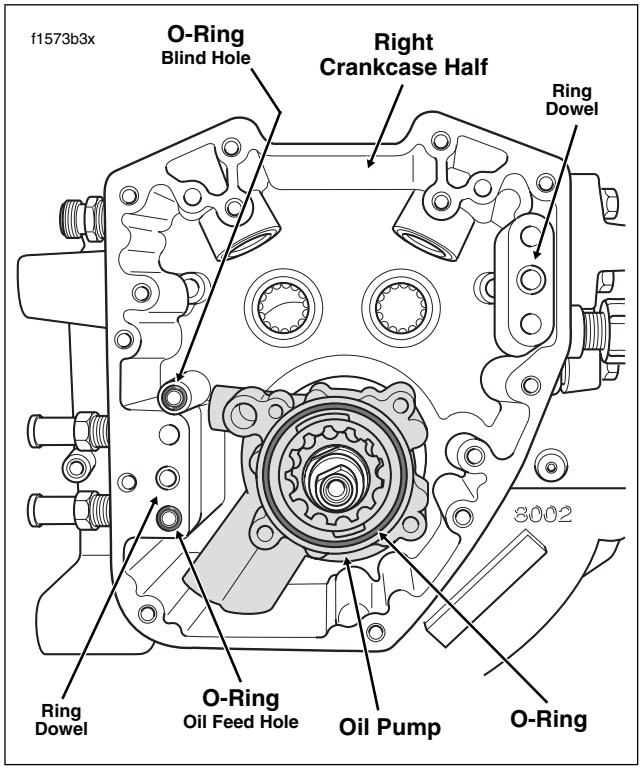

Figure 3-43. Oil Pump Assembly
13. Two ring dowels in crankcase flange locate cam support plate (lower rear, upper front). See Figure 3-43. Insert small pry bar (seal remover) between inboard side of cam support plate and crankcase flange in area adjacent to ring dowels. Alternately work each side free and then carefully ease cam support plate from end of crankshaft. See Section 3.11 SUBASSEMBLY SERVICE AND REPAIR, CAM SUPPORT PLATE.
14. Remove O-ring from groove around oil feed hole in crankcase flange (directly below rear ring dowel). Remove O-ring from groove around blind hole in boss (directly above oil return hole in crankcase flange). Discard O-rings. See Figure 3-43.
g. Install **new** O-ring in groove on outboard side of oil pump housing. See Figure 3-43. Apply a very thin film of clean H-D 20W50 engine oil to O-ring before installation.